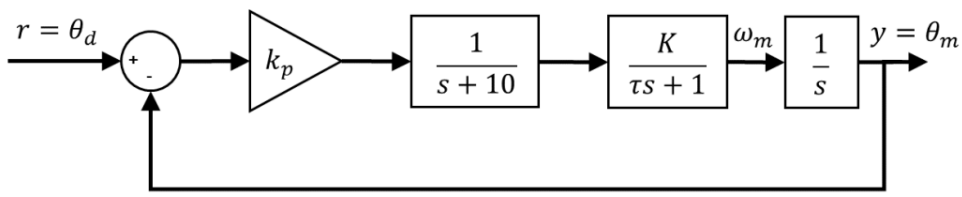

Figure 2: Closed-loop feedback block diagram.
1. Given the feedback loop diagram in Figure 2, determine the closed-loop transfer function $\frac{Y(s)}{R(s)}$ in terms of k_p. Then substitute values for K and τ in from any of the modeling labs, or if no modeling lab has been done, $K = 24$ and $\tau = 0.1$ are good defaults.